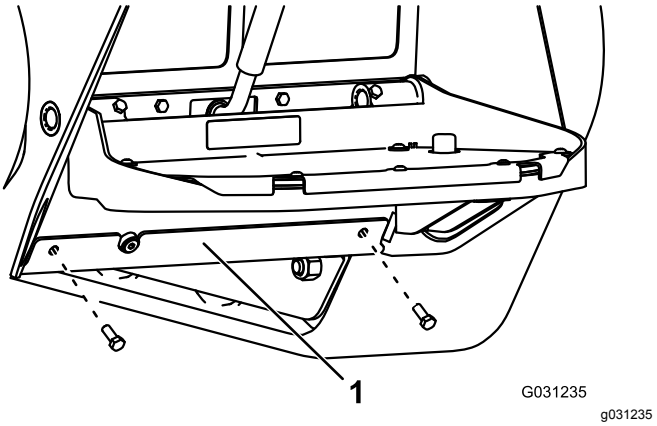

Rysunek 75
4. Wykręć 2 śruby mocujące osłonę dolną i zdejmij ją (Rysunek 75).
8. Zamontuj osłonę dolną (Rysunek 75).